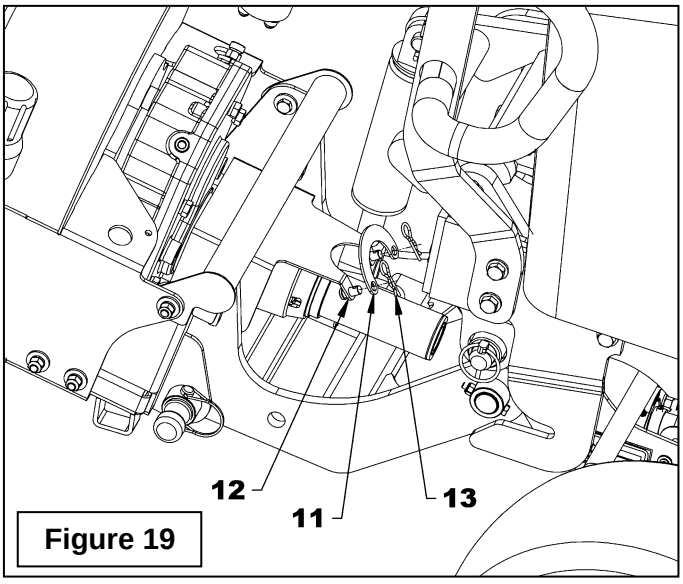

Figure 19
Figure 19 : Retirer le support en "U" (item 11) qui retient le demi arbre à cardan femelle de la souffleuse et fixez-le sur les goupilles soudées (item 12) dans le sens opposé (vers le haut) avec deux goupilles en épingles 2.5mm x 40mm (item 13).